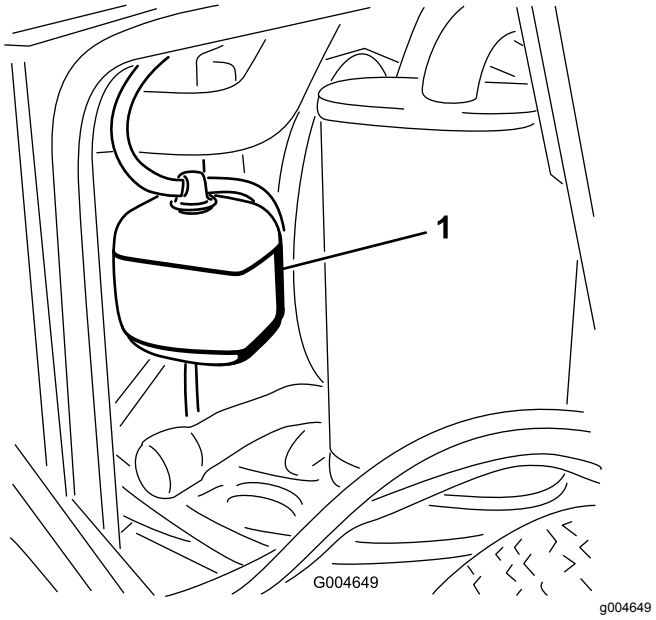

Figur 43
1. Kontrollera kylvätskenivån i expansionstanken (Figur 43).